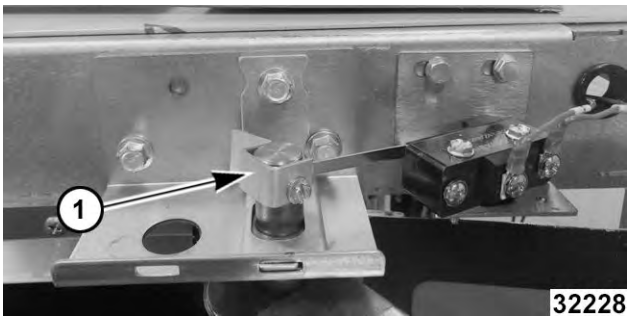

Fig. 34
2. If servicing right side door, remove door switch lever (1, Fig. 34).